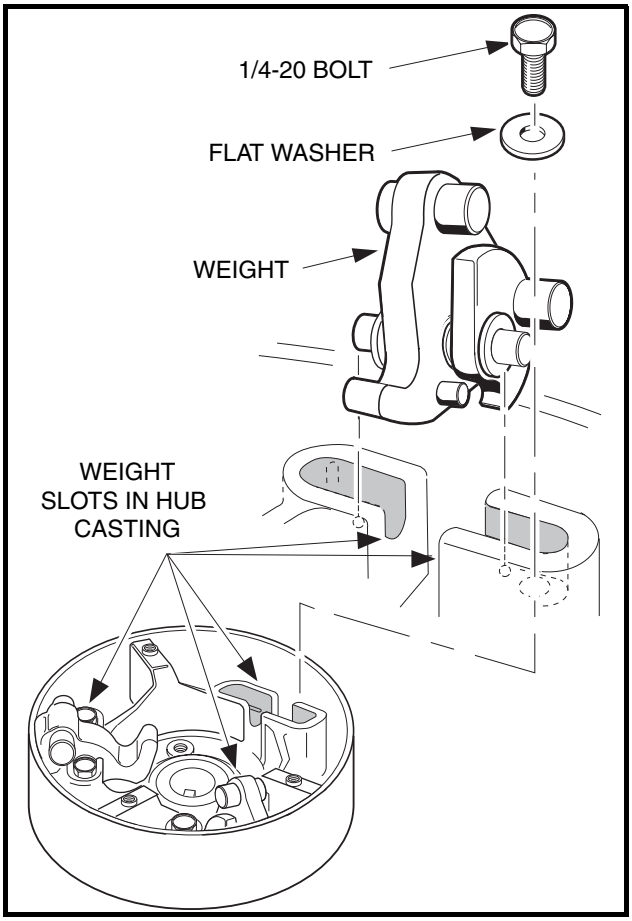
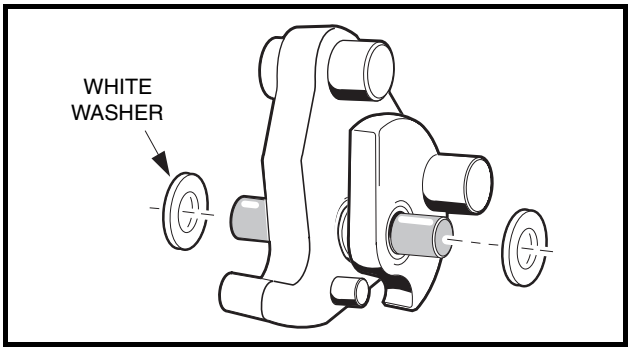

Figure 17-9 Weight Position
Figure 17-14 Install White Washers
5. Remove the clutch weights **(Figure 17-9, Page 17-8)**:
5.1. Remove the screws and flat washers attaching the weights as shown **(Figure 17-9, Page 17-8)**.
10. Install white plastic flat washers on each end of the mounting pin and push them against the outside surfaces of the weights. Center the weights and washers on the mounting pin **(Figure 17-14, Page 17-10)**.
11. Install the weight assemblies into the slots in the hub casting **(Figure 17-9, Page 17-8)**. Make sure the mounting pin protrudes an equal amount on each side of the weights when the assemblies are in position **(Figure 17-14, Page 17-10)**.
15. Install a no. 10-24 button retaining screw with flat washer through each button and into the rib. Tighten the screws to 34 in-lb (3.8 N·m) **(Figure 17-9, Page 17-8)**.